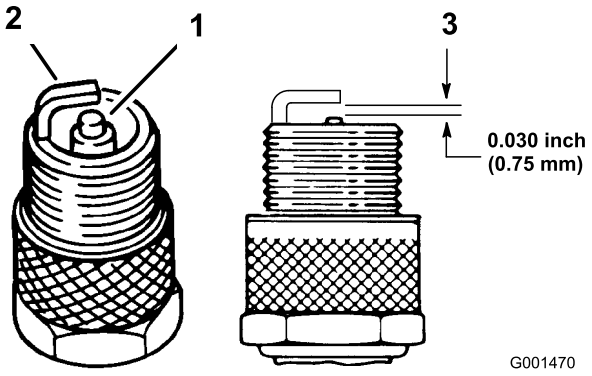

Bild 39
1. Sehen Sie sich die Mitte der Zündkerze an (Bild 39). Wenn der Kerzenstein hellbraun oder grau ist, ist der Motor richtig eingestellt. Eine schwarze Schicht am Kerzenstein weist normalerweise auf einen schmutzigen Luftfilter hin.
3. Prüfen Sie den Abstand zwischen den mittleren und seitlichen Elektroden (Bild 39). Verbiegen Sie die seitliche Elektrode (Bild 39), wenn der Abstand nicht stimmt.
3. Schließen Sie den Zündkerzenstecker wieder an die Zündkerze an (Bild 39).